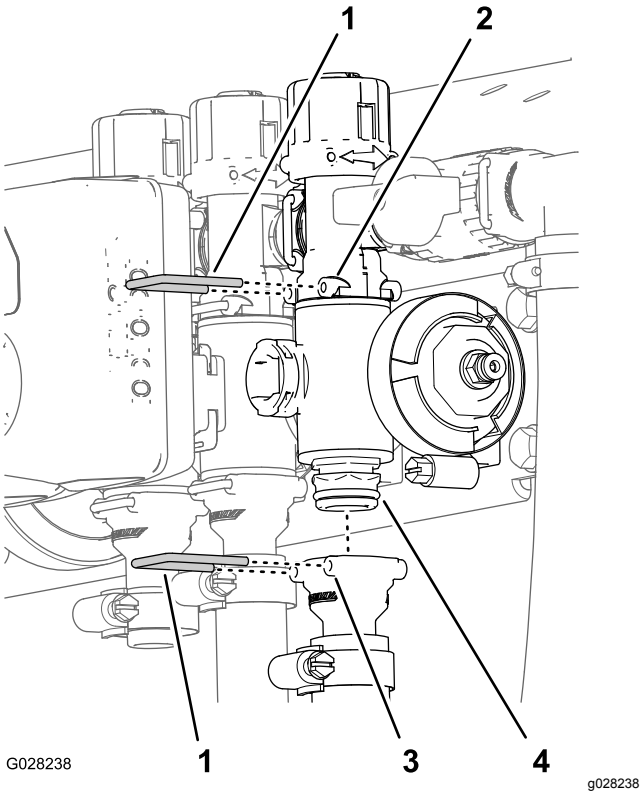

Figur 69
2. Ta bort hållarna som fäster utloppskopplingen vid sektionsventilens grenrör och ventilgrenröret vid överströmningskopplingen (Figur 69).